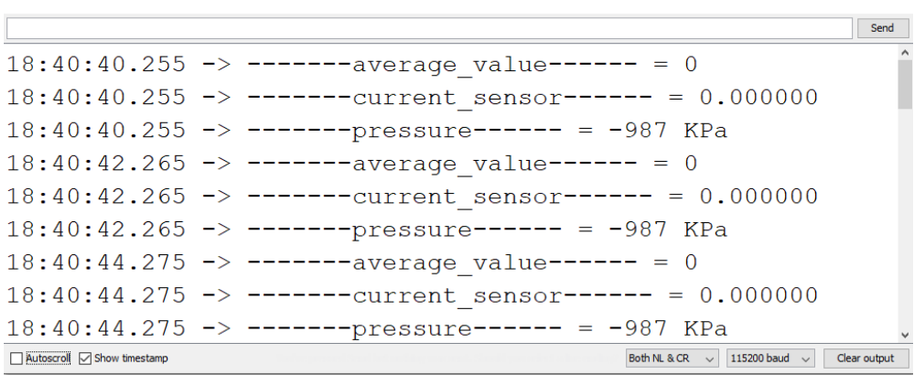

Figure 21: SUP-P300 Hydraulic Pressure sensor data logs
4. When you successfully uploaded the example sketch, open the Serial Monitor of the Arduino IDE to see the sensor's reading logs, as shown in **Figure 21**.